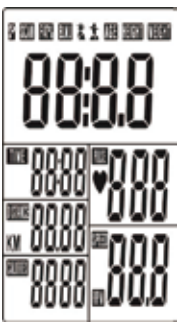

Abb. 1
- LCD zeigt alle Segmente an (siehe Abbildung 1).